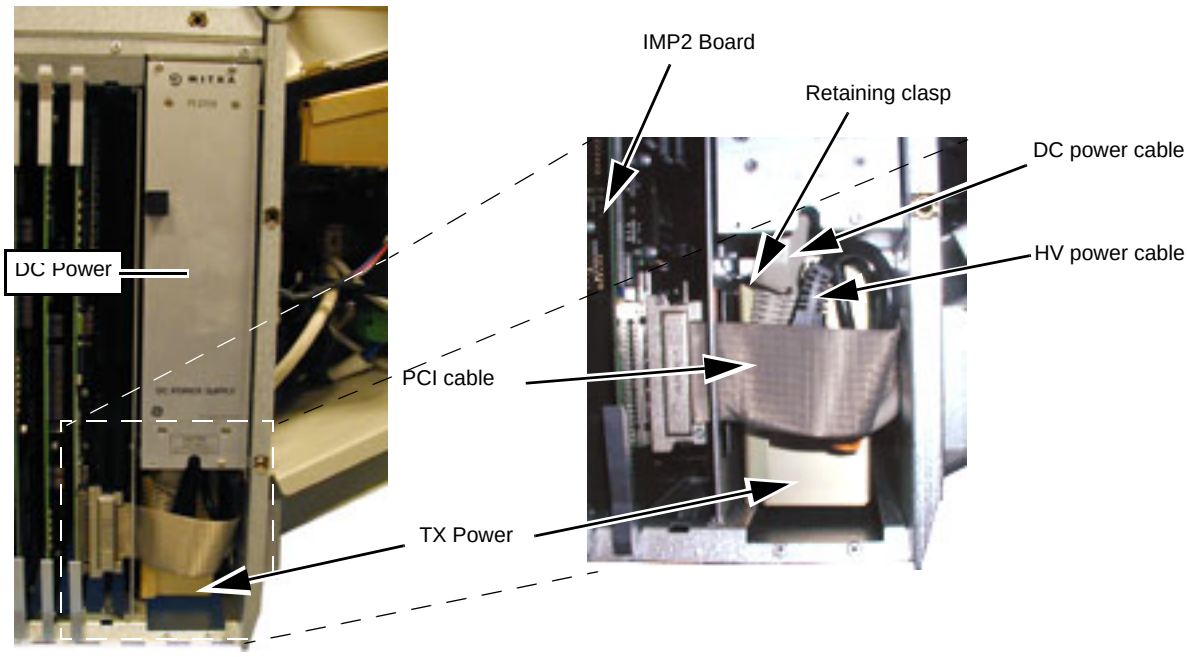

Figure 8-85 DC Power, TX Power and Cabling.
a.) Turn seven (7) quarter-turn screws to loosen Front-End door.
4.) Disconnect PCI cable from IMP2 Board shown in Figure 8-85.